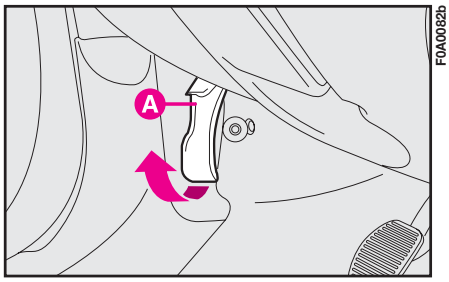

fig. 133
**1)** Pull the yellow lever **A-fig. 133** in the direction of the arrow.